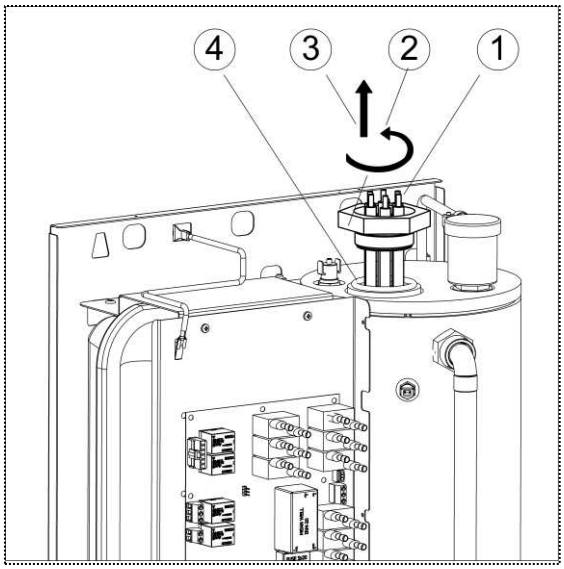

Рисунок 9. Замена блока ТЭН
1) Отсоедините силовые провода, идущие от ТЭНов (см. рис. 9).